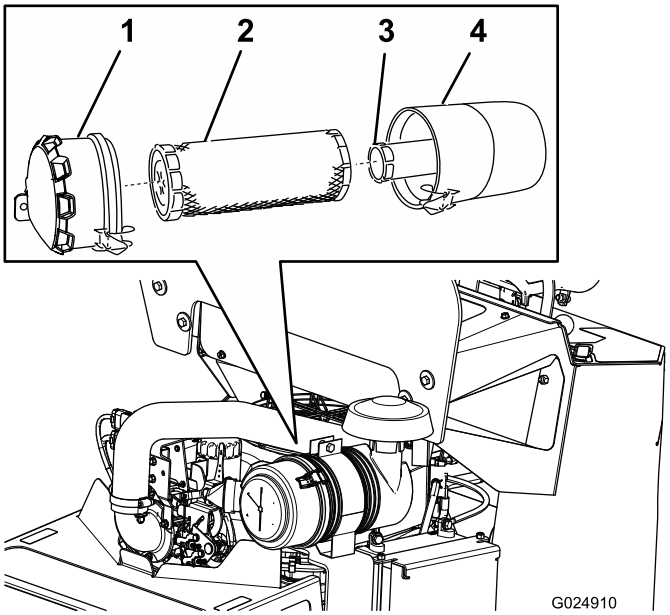

Figuur 29
3. Maak de sluitingen op het luchtfilter los en trek het luchtfilterdeksel van de luchtfilterbehuizing (Figuur 29).
5. Schuif het filter voorzichtig uit de luchtfilterbehuizing (Figuur 29).
2. Als u het binnenste filter vervangt, moet u dit voorzichtig in de filterbehuizing schuiven (Figuur 29).
3. Schuif het voorfilter voorzichtig op het binnenste filter (Figuur 29).
4. Schuif het deksel op de luchfilterbehuizing en maak het vast (Figuur 29).